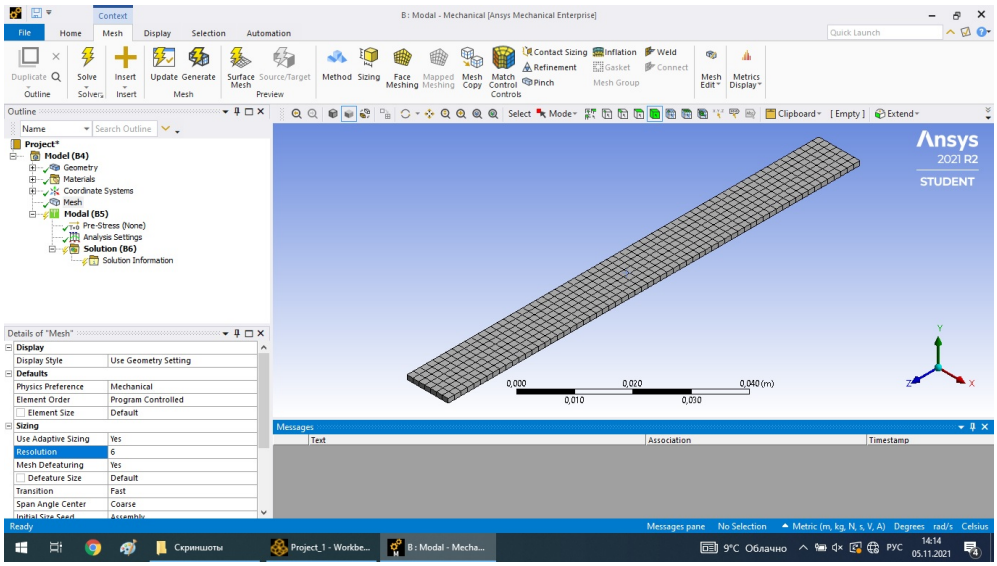
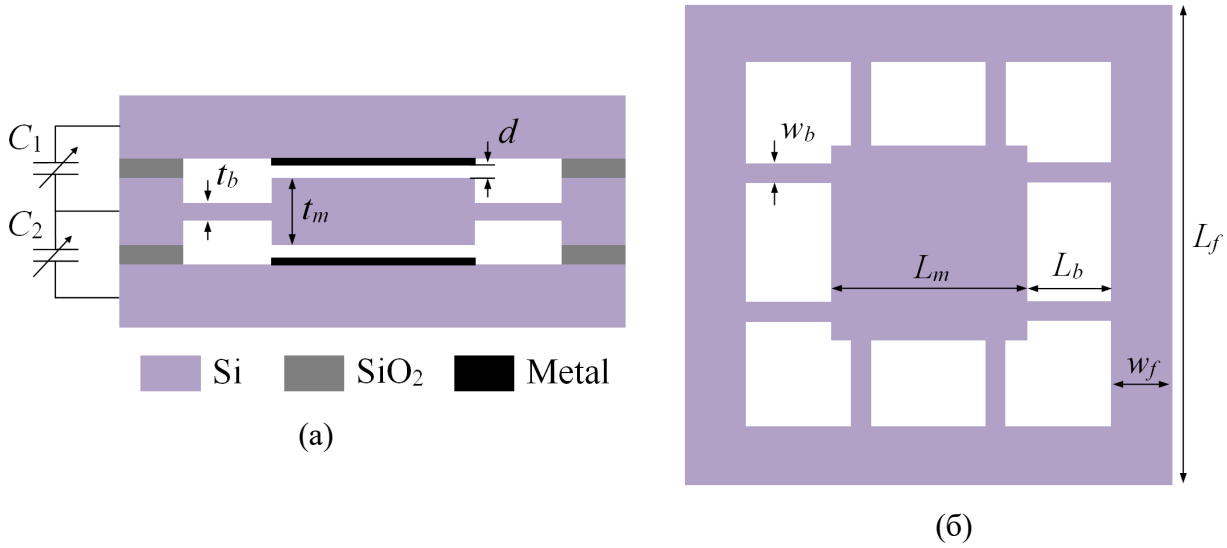

Рис. 1. Разбиение кантилевера на конечные элементы.
Рис. 4. Схематичное изображение ЧЭ: (а) поперечное сечение; (б) вид центральной пластины сверху.
5. Разбить модель на конечные элементы. Для этого в разделе Sizing установить значение параметра Resolution (качество), равное 6, и сгенерировать сетку. Результат должен выглядеть так, как показано на рис. 1.
Чувствительный элемент (ЧЭ) МЭМС-акселерометра схематично изображен на рис. 4. Он представляет собой сборку из трех кремниевых пластин: центральной пластины с ИМ, закрепленной на гибких подвесах, и двух внешних пластин с металлическими электродами (рис. 4а). Центральная пластина имеет толщину t_m. ИМ при наблюдении сверху имеет форму квадрата со стороной L_m (рис. 1б). Она крепится к неподвижной рамке с помощью N балок прямоугольного сечения длиной L_b, шириной w_b и толщиной t_b. Внешний размер кристалла составляет $L_f \times L_f$. При нулевом ускорении воздушный зазор между ИМ и электродами имеет величину d. Размеры конструкции представлены в таблице 1. Материал конструкции – кремний плотностью ρ, модулем Юнга E и коэффициентом Пуассона ν.